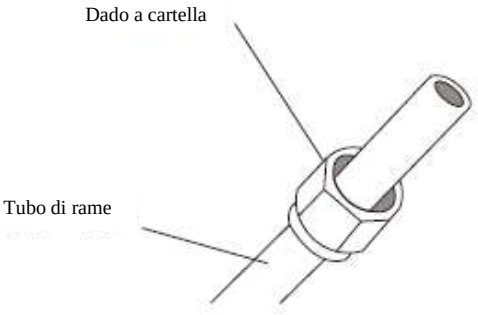

Fig. 5.3
3. Poni i dadi a cartella su entrambe le estremità del tubo. Assicurati che siano rivolti nella giusta direzione, perché non potrai inserirli o cambiare la loro direzione dopo la svasatura. Vedi Fig. 5.3